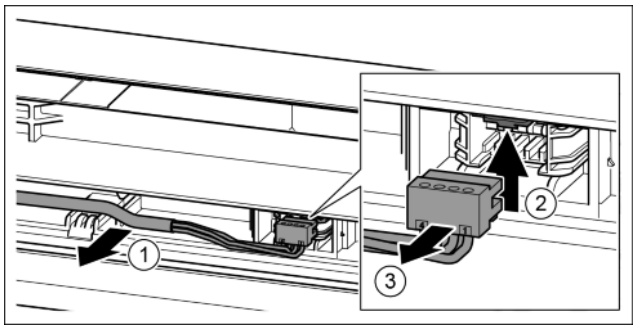

Fig. 22
- ▶ Graues Kabel vorsichtig aus der Führung in der Tür lösen. *Fig. 22 (1)*
- ▶ Lasche nach oben drücken. *Fig. 22 (2)*
- ▶ Stecker vorsichtig herausziehen. *Fig. 22 (3)*